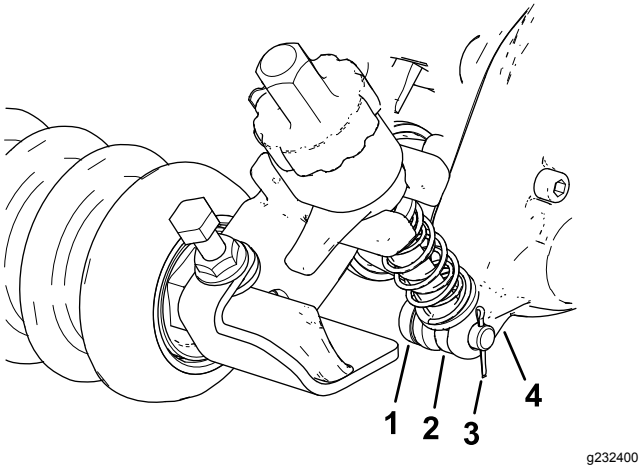

**Figur 12**
2. På sidan med trimmardrivningens låda: Skjut in klipphöjdsfästets justerarmsstång i utrymmet på trimmardrivningens låda och säkra den med ett justerstift och en saxpinne enligt Figur 12.